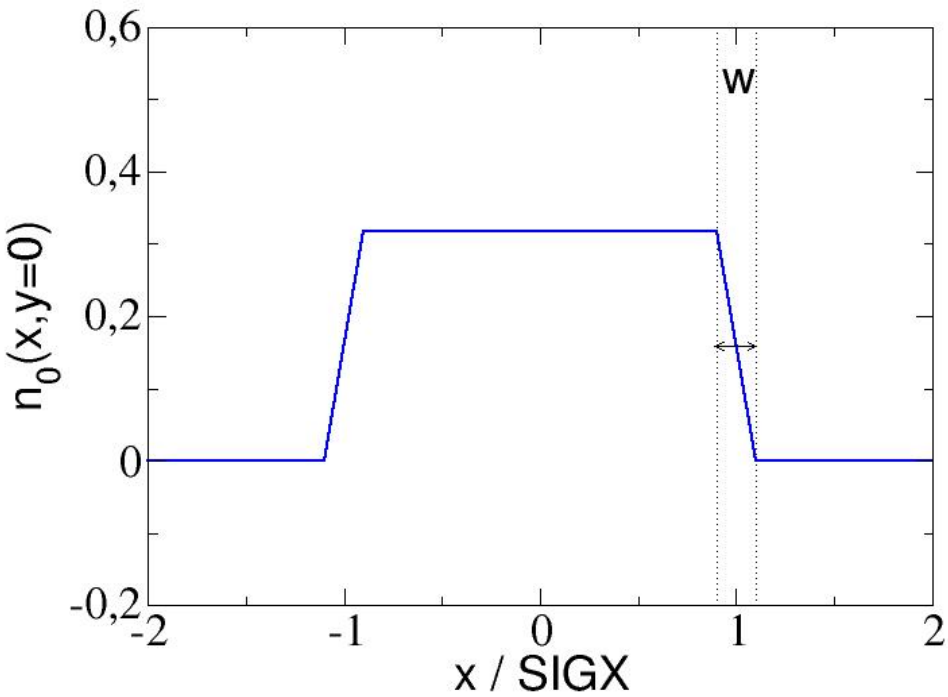

Figure 10.2: Trapezoidal shape of radial density for beam-beam lens.
- `BBSHAPE=2`: trapezoidal shape (see fig.10.2), `SIGX, SIGY`: half width of density profile, *i.e.* distance from the centre to half edge region with linear decrease of density in horizontal, vertical direction.